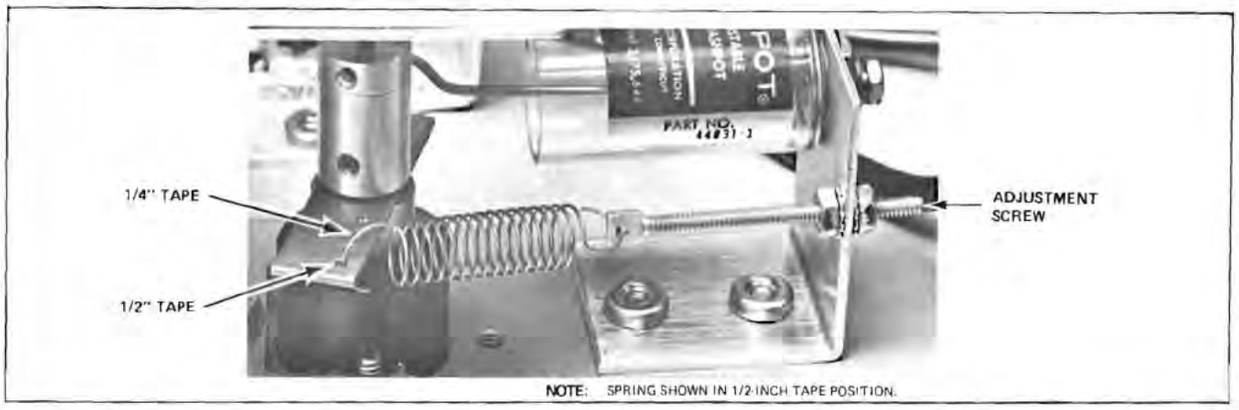

Figure 7-9. Constant Tension Assembly
H. Place a tape tensiometer on the tape between head bridge and capstan. Adjust spring on constant tension, Figure 7-9, to obtain proper tension as shown below: